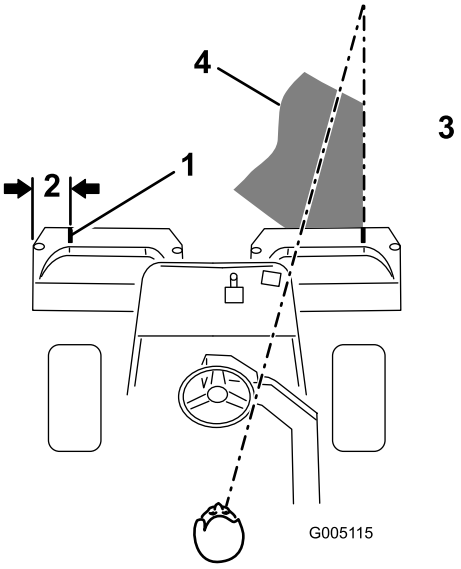
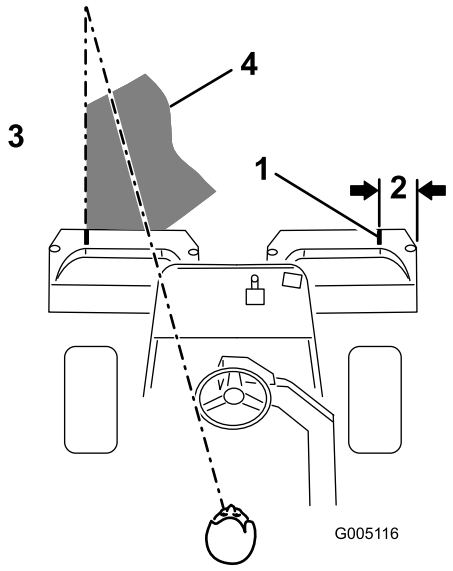

Figur 29
Figur 30
2. Placer enten et stykke hvidt tape, eller tegn en linje på hver enkelt opsamler parallelt med den ydre kant på hver enkelt opsamler (Figur 29).
3. Sørg for at overlappe minimalt med den forudgående klipning ved tilbagekørsler. Skab en imaginær, lige sigtelinje på ca. 1,8-3 m foran maskinen til kanten af den uklippede del af greenen (Figur 29 og Figur 30), som hjælp til at bevare en lige linje på tværs af greenen og for at holde maskinen i en tilsvarende afstand fra kanten af den foregående klipning. Der er nogle, der finder det nyttigt at medtage rattets ydre kant som en del af sigtelinjen, dvs. holde rattets kant på linje med et punkt, der altid holdes i samme afstand fra maskines forende (Figur 29 ogFigur 30).